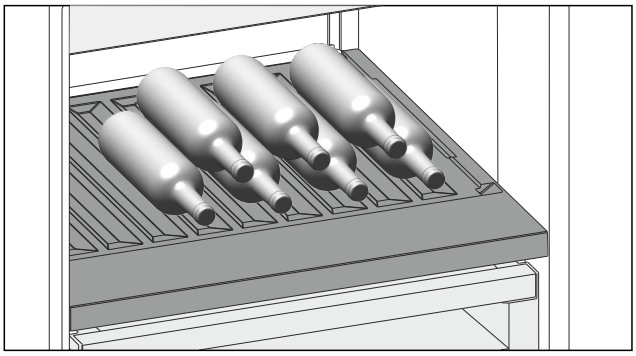

*Fig. 138 Ilustrační zobrazení*
▶ Láhve ukládejte dnem dozadu k zadní stěně. (viz Fig. 138)